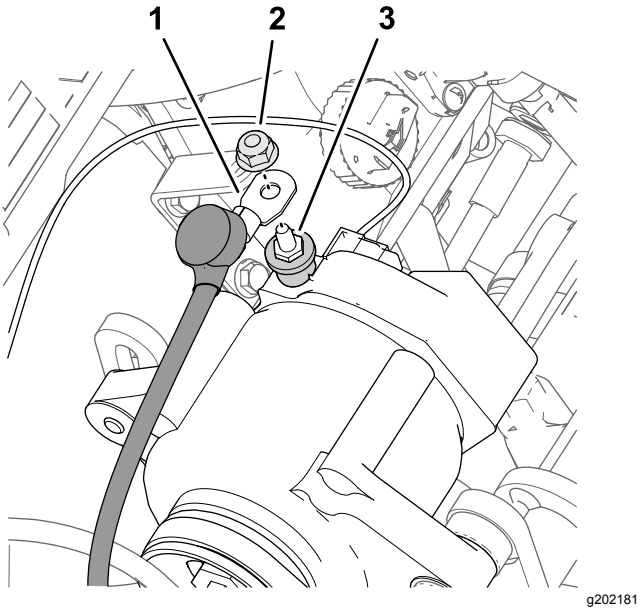

Figur 186
3. Afmonter møtrikken fra polen (Figur 186) på generatoren (50 A).
4. Monter den røde generatorledning (6 AWG) på generatorens (50 A) pol med møtrikken (Figur 186).
7. Skær isolatordækslet op over generatorens pol (Figur 186).